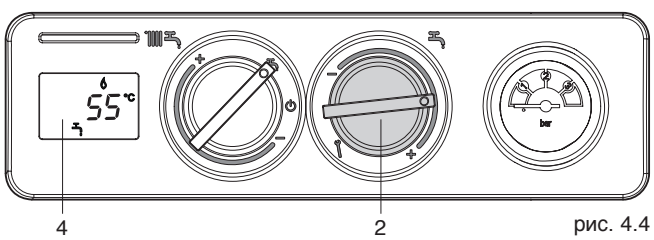

рис. 4.4
- **Регулирование температуры горячей воды:** Для регулировки температуры горячей воды (санузлы, душ, кухня и прочее) поворачивайте ручку (2, рис. 4.4) внутри зоны, обозначенной знаками **+** и **–**. При повороте переключателя на дисплее будет отображаться заданная температура (уставка). Для того чтобы изменить уставку, вращайте переключатель до тех пор, пока на дисплее не отобразится нужное вам значение. Через несколько секунд после того как вы отпустите переключатель, на дисплее начнёт отображаться текущая температура в бойлере.